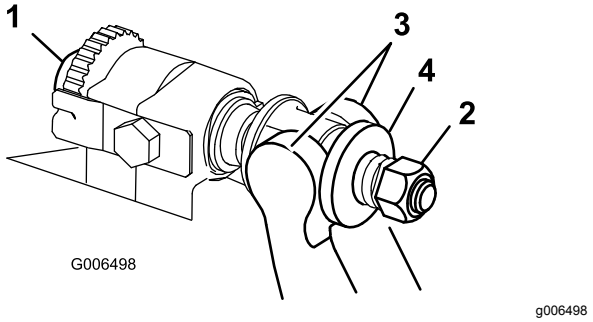

Figure 29
1. Tournez les vis de réglage de la barre d'appui dans le sens antihoraire pour éloigner la contre-lame du cylindre (Figure 29).
2. Faites sortir l'écrou de tension du ressort jusqu'à ce que la rondelle ne soit plus tendue contre la barre d'appui (Figure 29).